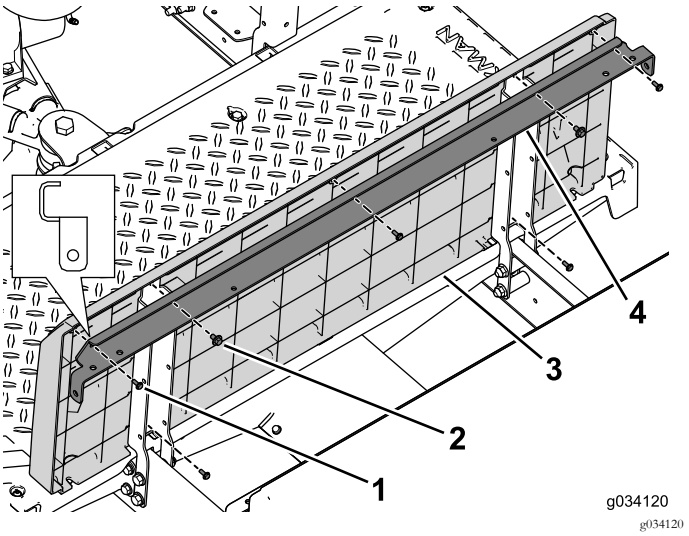

Figur 40
4. Bruk de to boltene med skiveenhetene (1/4 x 1/2 tomme) til å feste den vinklede støttebraketten og setebasepanelet til den venstre og høyre setestøtten (Figur 40).
5. Bruk de fem skruene (nr. 10 x 1/2 tomme) til å feste ryggpanelet på setet, avstiveren og setestøttene (Figur 40).